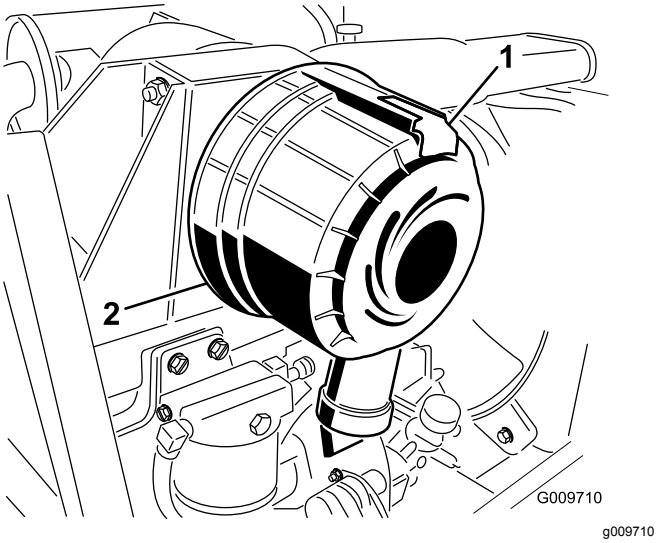

Figura 55
1. Tire hacia fuera del enganche y gire la tapa del limpiador de aire en sentido antihorario (Figura 55).